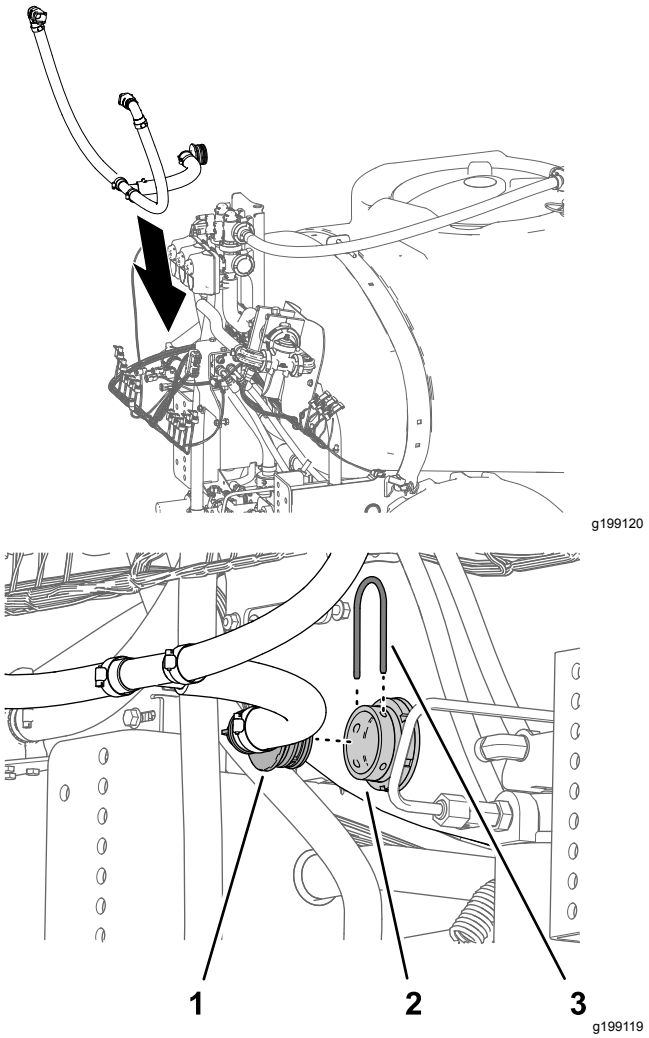

Rysunek 94
1. Przyłóż zespół węża obejściowego do zbiornika zraszacza (Rysunek 94).